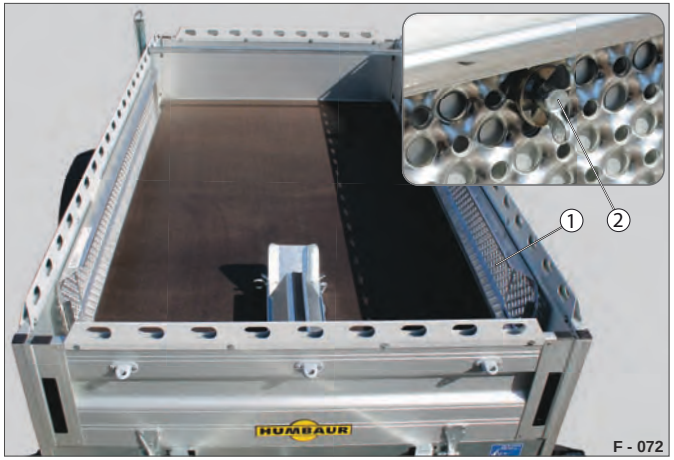

Fig. 75 Eksempel: HA-Allrounder, opkørselsskinner sikret
▶ Anbring opkørselsskinnerne (Fig. 75 /1) indvendigt op ad kantpladerne i siderne.
▶ Sørg for at sikre opkørselsskinnerne med fløjmøtrikkerne (Fig. 75 /2).